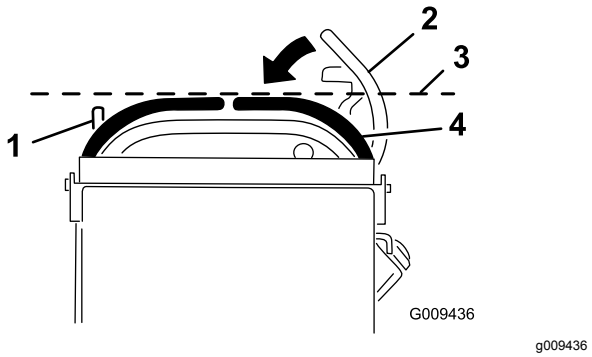

Figur 68
3. Skub højre bevægelseshåndtag ned og ud af den NEUTRALE LÅSEPOSITION (Figur 68).
4. Kontroller, at det højre bevægelseshåndtag flugter vandret med venstre bevægelseshåndtag (Figur 68).